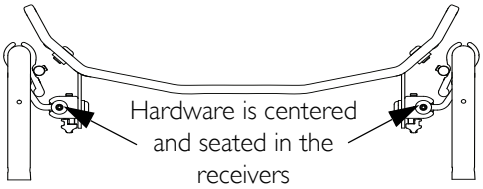

**FIGURE 2.6** Check hardware alignment
C. Adjust the hardware until the desired height is obtained and the receivers are fully seated onto the back cane mounting assemblies as shown in FIGURE 2.6. Make sure the back is centered between the back canes.